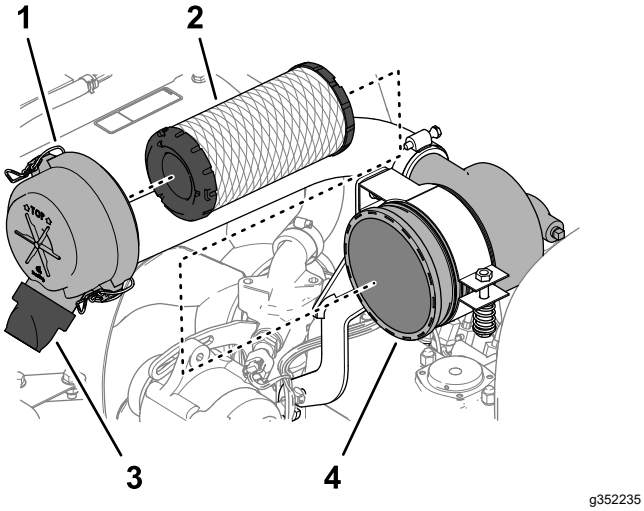

Rysunek 76
3. Zwolnij zaczepy mocujące pokrywę filtra powietrza do obudowy filtra powietrza (Rysunek 76).
6. Wyjmij wkład filtra (Rysunek 76).
7. Zdejmij gumowy zawór wylotowy (Rysunek 76) z króćca wyrzutu zanieczyszczeń pokrywy filtra powietrza.